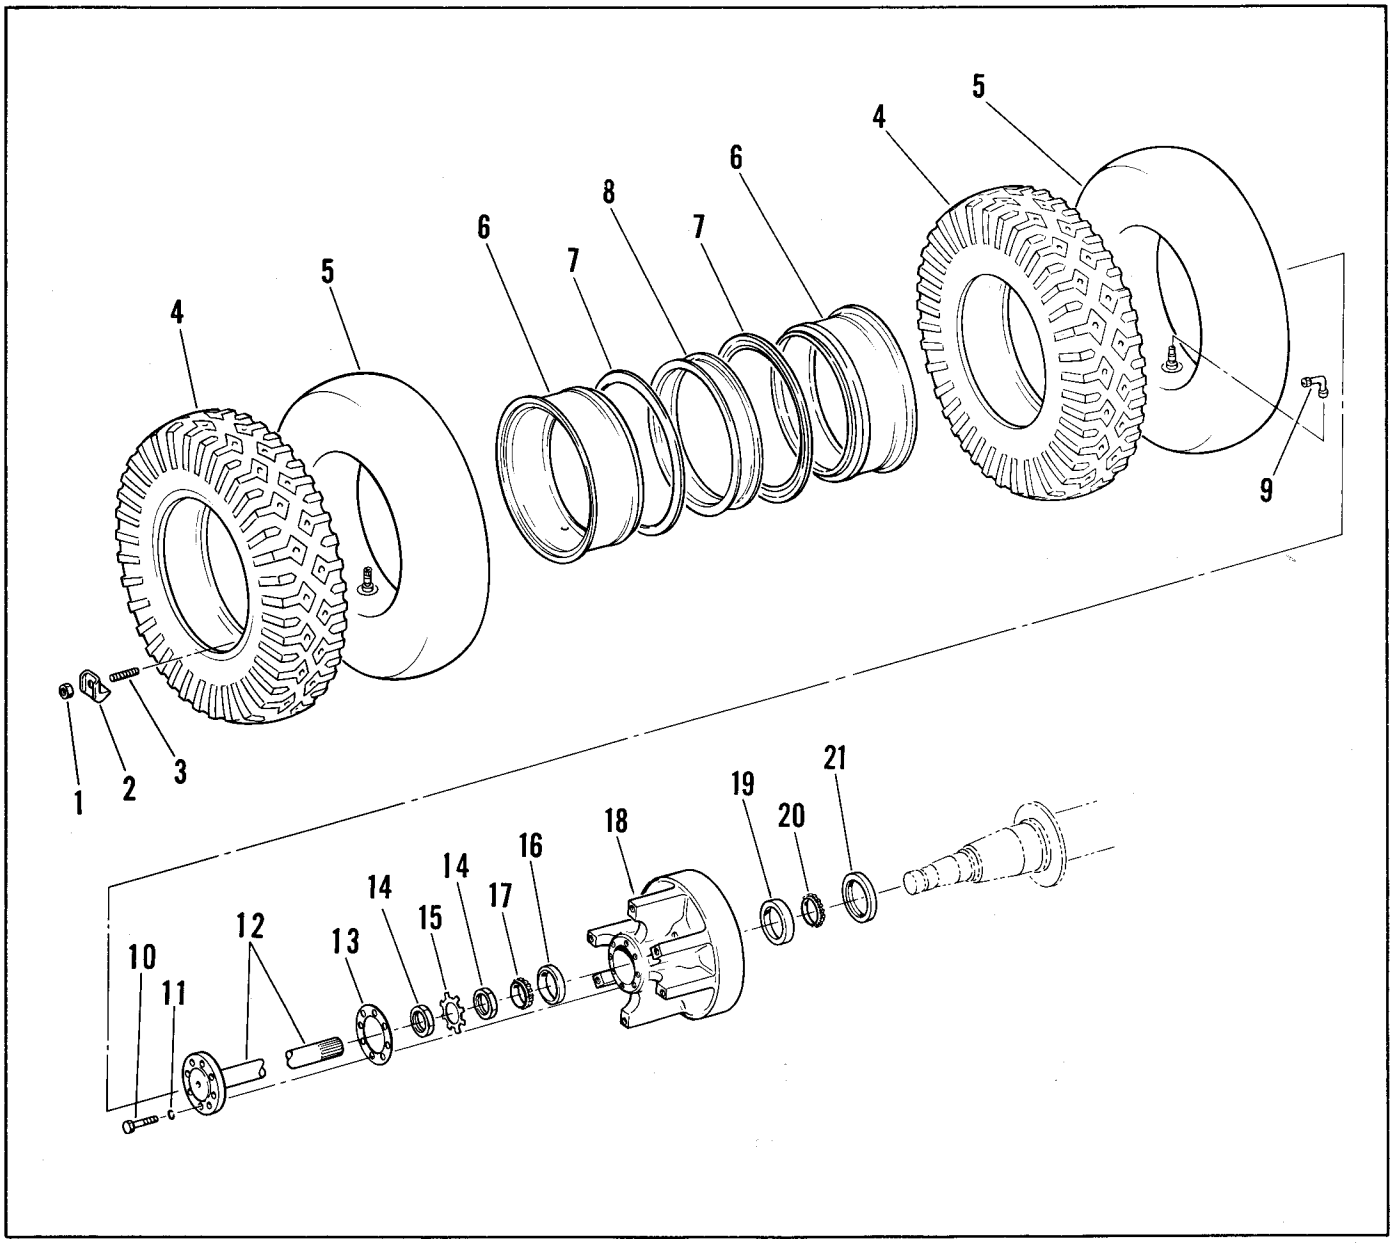

Figure 27. Rear Wheels And Axle Shafts
*Also includes items 12, 14, and 15, fig. 27.